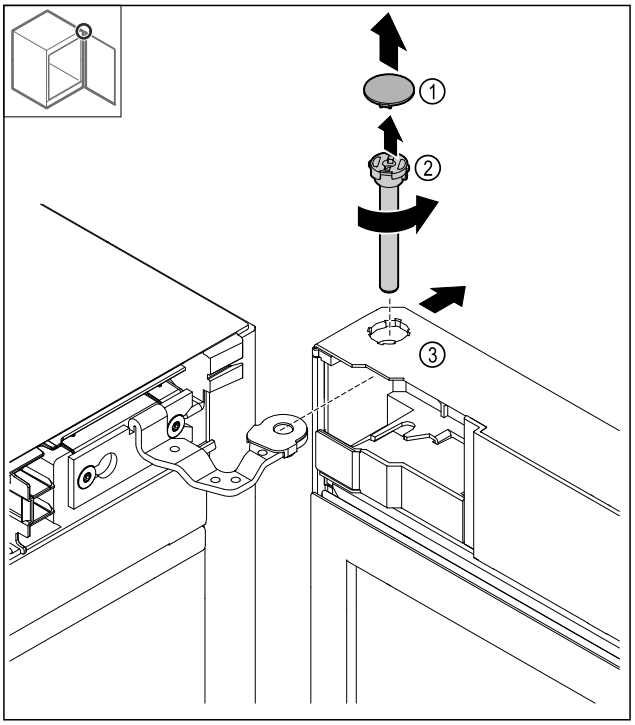

Fig. 13
▶ Detașați capacul *Fig. 13 (1)*.
▶ Desfaceți bolțul *Fig. 13 (2)* în sens antiorar și extrageți-l.
▶ Basculați ușor ușa *Fig. 13 (3)*.